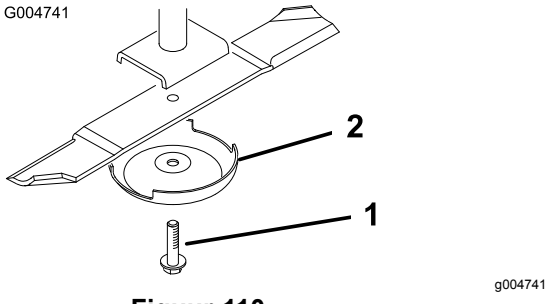

Figuur 110
3. Verwijder de mesbout, de antiscalpeercup en het mes van de as (Figuur 110).